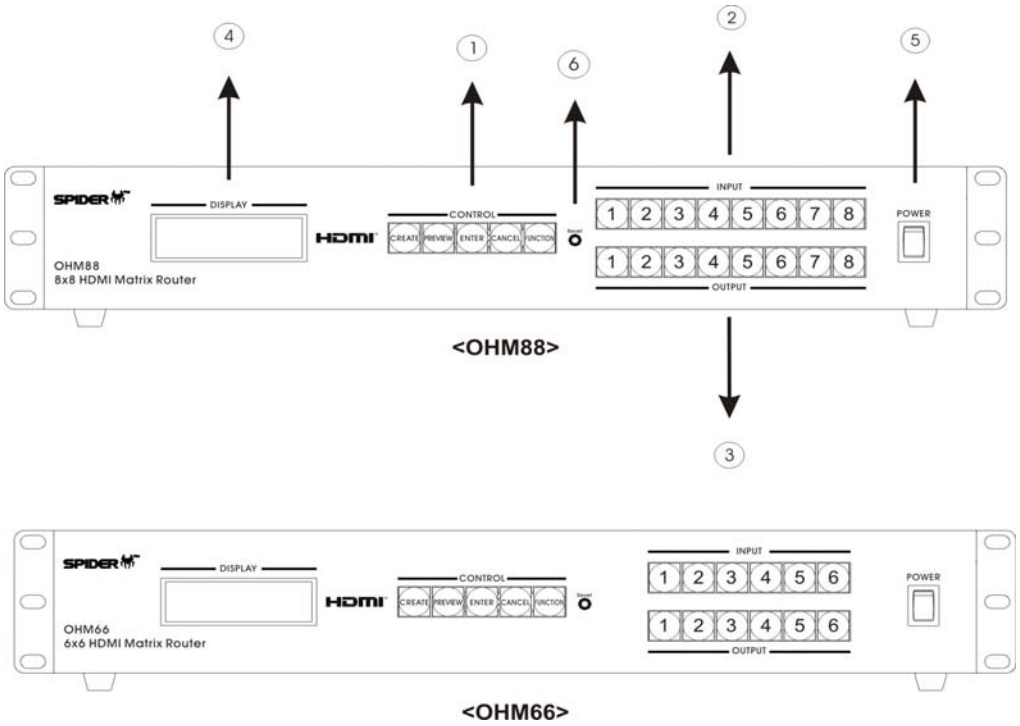

Figure 1-1 Front Panel
- OHM88 chassis is mountable on a 19” standard rack with rack ears. Control keys, Input-Output buttons and the status LCD display, are placed on the front panel as shown in Figure 1-1.
- Control keys: ①
- Eight (8) LED inputs: ②
- Eight (8) LED outputs: ③
- Status display: LCD displays the control status in 20x4 text mode: ④